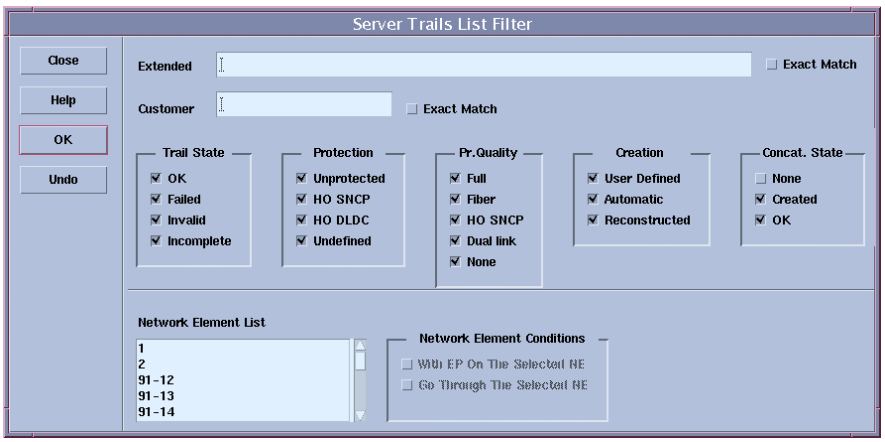

Figure 10-3. Server Trails List Filter Window
1. Select **Filter ➔ Set Filter** in the Server Trails List window menu. The Server Trails List Filter window opens as shown in Figure 10-3.